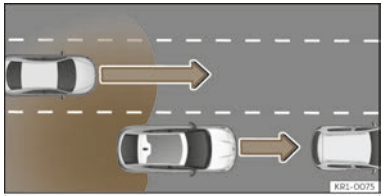

Fig. 147 Overtaking with traffic behind the vehicle.
- When being overtaken by another vehicle ››› **Fig. 147**.